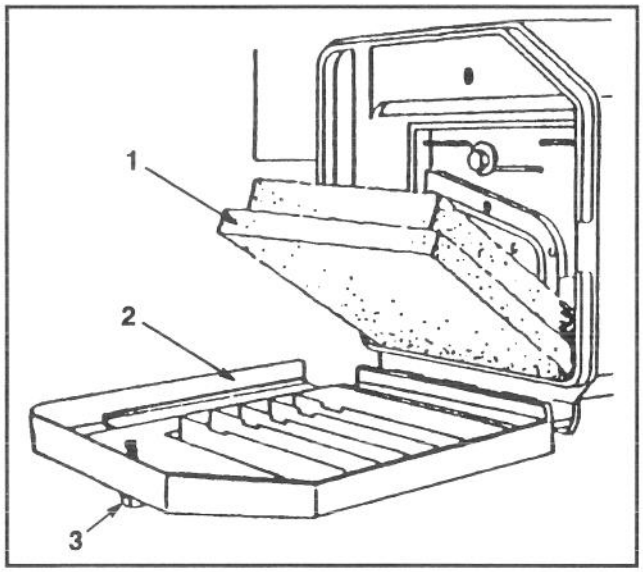

Abb. 16
2. Den Knopf, der den Luftfilterdeckel am Motor festhält, drehen, bis sich der Deckel entfernen läßt. Den Deckel sorgfältig reinigen (Abb. 16).
3. Falls Schaumstoffelement verschmutzt ist, dieses aus dem Luftfilter herausnehmen (Abb. 16). Sorgfältig reinigen